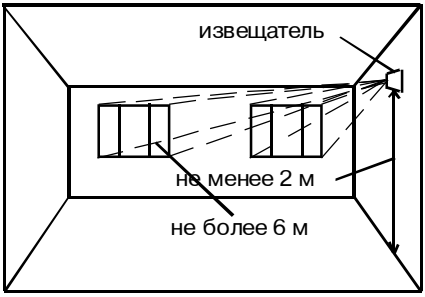
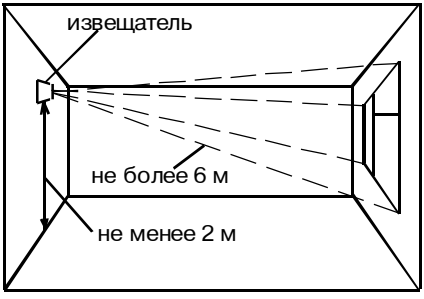

Рис. 39 Установка на боковой стене
Рис. 40 Установка на противоположной стене
- допускается установка извещателя на любой из боковых (рисунок 39) или противоположной (рисунок 40) стене, а также на потолке помещения (рисунки 38 и 41) или в простенке между охраняемым стеклом и занавесями (рисунок 42);